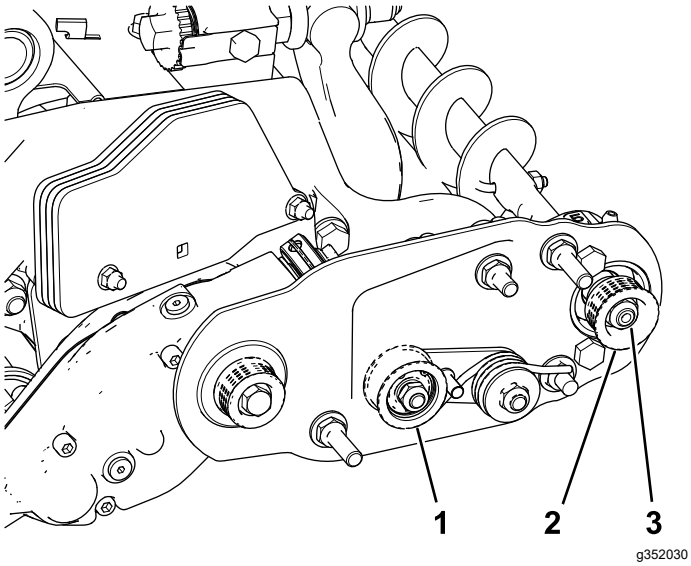
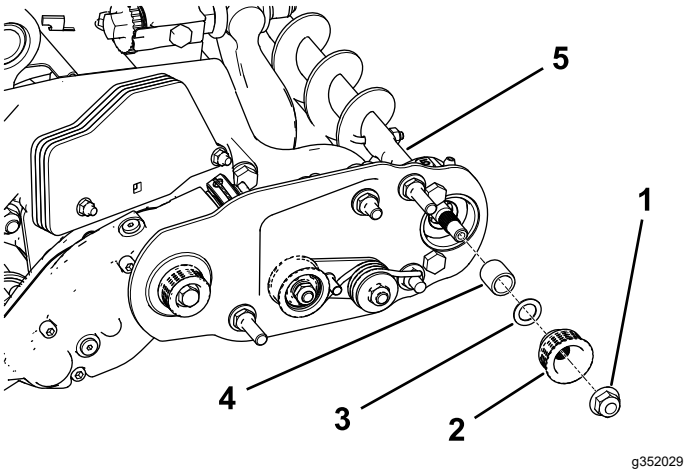

图 24
图 25
注意 从动皮带轮位于滚筒刷轴可以自由出入图 24。
2. 旋转滚刀会带动驱动皮带轮旋转把皮带从驱动皮带轮上撬下来图 24。
3. 卸下将从动皮带轮固定至刷轴的锁紧螺母图 24或图 25。
4. 从轴上卸下从动皮带轮 图 25。
5. 如果皮带轮需要移出可添加 0.8mm 厚的垫圈 图 25。